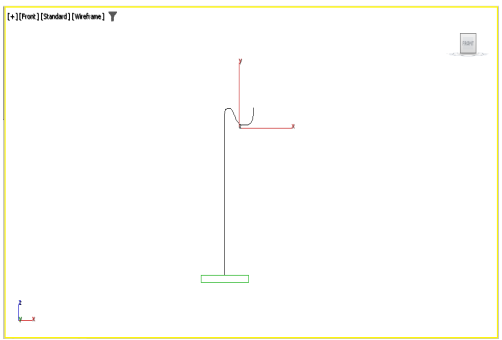

Figure 5-25 *The line created*
3. Click at the center of the top edge of *base* and create a curved shape, as shown in Figure 5-25. Enter **pillar** in the **Name and Color** rollout. Next, right-click to exit the **Line** tool.
To get the perfect shape shown in Figure 5-25, you need to follow the steps given next.